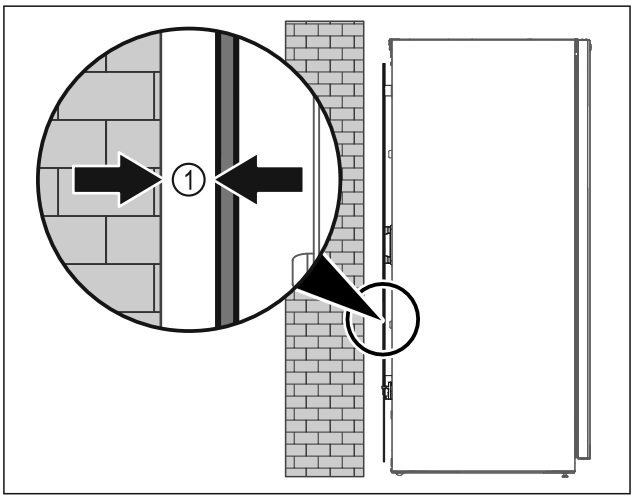

Fig. 47
▶ Instalați aparatul fie liber în încăpere sau direct la un perete cu o distanță minimă de 5 mm *Fig. 47 (1)*.